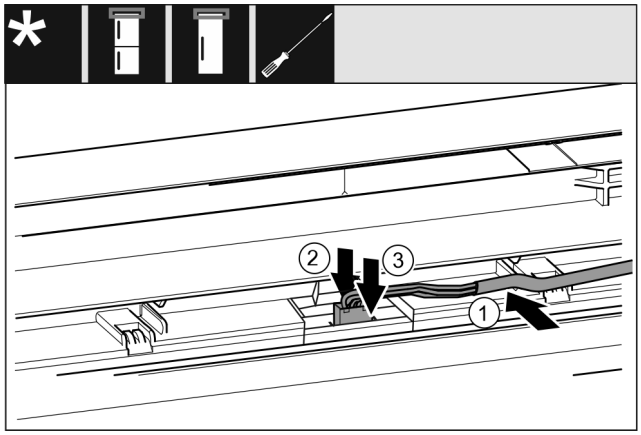

*Fig. 63 Combine frigorifice / Congelatoare / Frigidere**
▶ Introduceți cablul *Fig. 63 (1)* în ghidaj, în ușa superioară.*
▶ Apăsați ciocul de fixare *Fig. 63 (2)* spre înapoi.*
▶ Fixați fișa *Fig. 63 (3)* în poziție.*